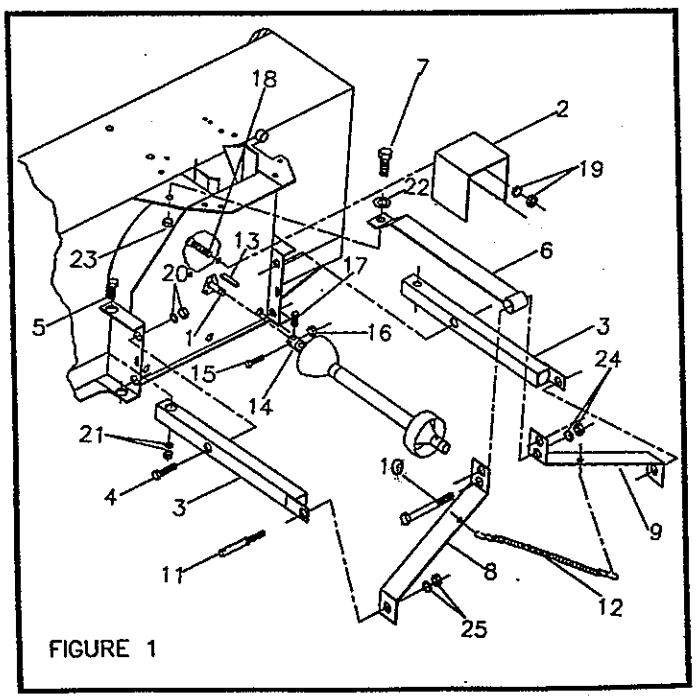

FIGURE 1
a) Remove paint from blower drive shaft (fig.1, item 1).
c) Install a 1/4" x 1/4" x 1 1/4" key (fig.1, item 13) in the blower drive shaft (fig.1, item 1) and slide driveline yoke (fig.1, item 14) (round yoke) over drive shaft. Do not use a hammer, use the sliding action of the driveline to set yoke on drive shaft.
d) Secure driveline yoke (fig.1, item 14) to blower drive shaft (fig.1, item 1) using a 5/16" x 2 3/4" bolt (fig.1, item 15) and nylon lock nut (fig.1, item 16). Securely tighten the bolt and a 3/8" x 3/8" set screw (fig.1, item 17) in the driveline.
e) Install driveline guard (fig.1, item 2) on blower using two 5/16" x 3/4" carriage bolts (fig.1, item 18), lockwashers and nuts (fig.1, item 19) securing gear box.
f) Install the lower hitch tubes (fig.1, item 3) on blower using a 5/8" x 3" bolt (fig.1, item 4), lockwasher & nuts (fig.1, item 20), and a 1/2" x 3" bolt (fig.1, item 5), lockwasher & nut (fig.1, item 21) for each hitch tube (welded flat bar must be toward the exterior).
g) Attach upper hitch (fig.1, item 6) to blower using a 5/8" x 1 1/2" bolt (fig.1, item 7), lockwasher(fig.1, item 22) & nut (fig.1, item 23) (lockwasher on top side).
h) Install the two hitch arms (fig.1, items 8 & 9) to the upper hitch (fig.1, item 6) through middle hole using a 5/8" x 3 3/4" bolt (fig 1, item 10), lockwasher and nut (fig.1, item 24).
i) Attach each hitch arm (fig.1, items 8 & 9) inside the hitch tubes (fig.1, item 3) using the hitch pins (fig.1, item 11), 7/8" lockwashers and nuts (fig.1, item 25).
j) Install the driveline storage chain (fig.1, item 12) in the small hole in each hitch arm (fig.1, items 8 & 9) using two "S" hooks. Using pliers, close "S" hooks, leave one side of one "S" hook open (to attach and detach).